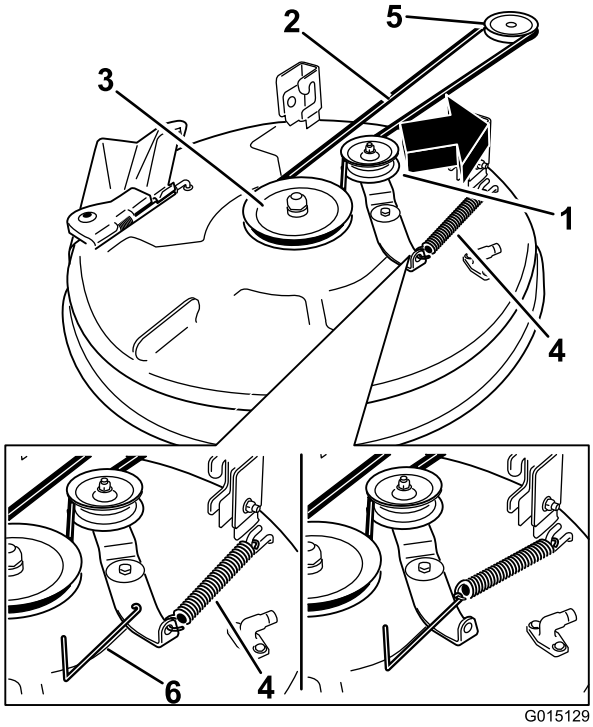
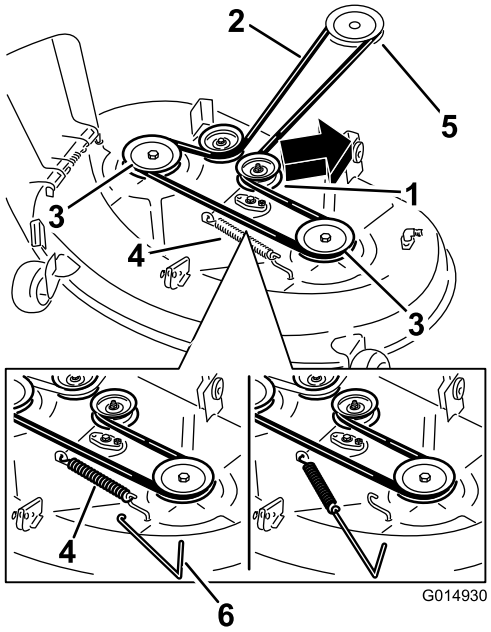

Figur 53
Figur 54
6. Bruk et fjærfjerningsverktøy (Toro-delenr. 92-5771) til å fjerne ledefjæren fra klippeenhetskroken for å avlaste spenningen på lederullen. Dra så remmen av rullene (Figur 53 og Figur 54).
7. Legg den nye remmen rundt motorremskiven og klipperskiven (Figur 53 og Figur 54).
8. Bruk et fjærfjerningsverktøy (Toro-delenr. 92-5771) til å montere ledefjæren over klippeenhetskroken og tilføre spenning til lederullen og klipperremmen (Figur 53 og Figur 54).